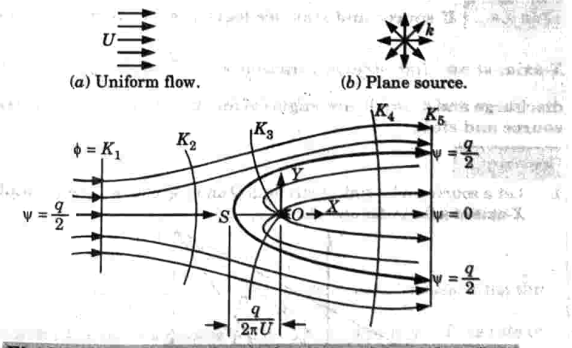

Fig. 3.3.1. Flow pattern due to plane source in a uniform flow.
b. Source flow within a plane half-body as shown in Fig. 3.3.1.